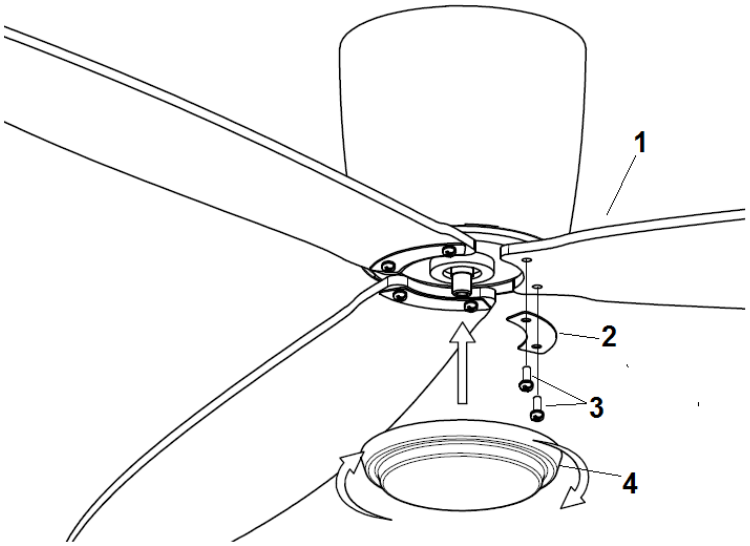

Abb. 6
- Führen Sie die Flügelschrauben zur Befestigung der Ventilatorflügel in der folgenden Reihenfolge ein – Ventilatorflügel-Gegenstück (2) und Ventilatorflügel (1). Bringen Sie die Flügel an der Motoreinheit an, und sichern Sie diese, indem Sie die 2 Schrauben (3) fest anziehen. Abb. 6
- Installieren Sie abschließend die untere Abdeckung (4) am Schaft, idem Sie dieses im Uhrzeigersinn drehen.